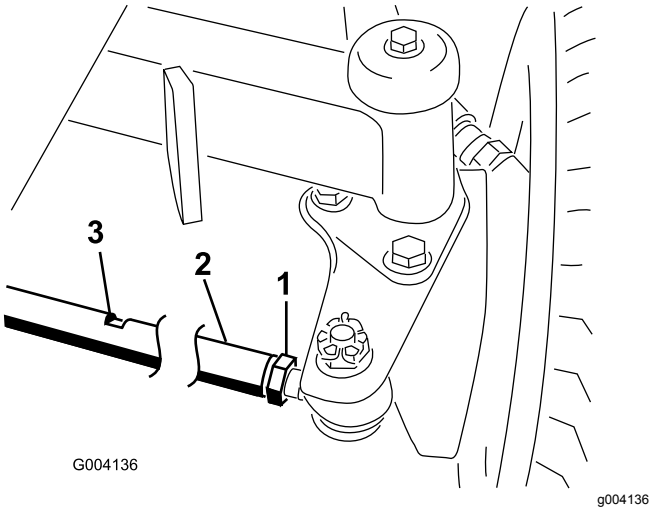

Figur 58
2. Lossa kontramuttern i båda ändar av dragstången (Figur 58).